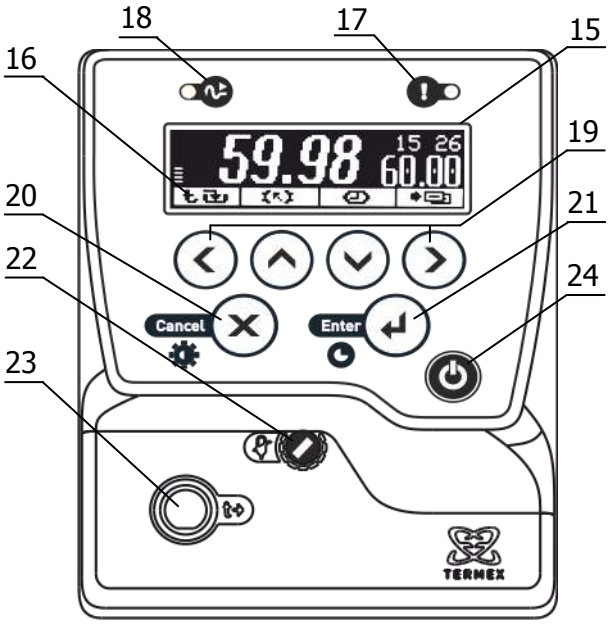

Рисунок 2 – Лицевая панель
Система безопасности блока регулирования отключает двигатель насоса и нагреватель при срабатывании хотя бы одной из защит или неисправности датчика температуры (1.2.13). При срабатывании системы безопасности раздается звуковой сигнал, загорается индикатор 17 (рисунок 2) и на дисплей 15 выводится информация о причине неисправности.
2.3.1 После подключения сетевого кабеля к электрической сети блок регулирования переходит в режим ожидания. Подключение сопровождается кратковременной подсветкой дисплея 15 (рисунок 2).
2.3.6 Для регулировки яркости подсветки или контраста дисплея нажать кнопку 20 (✕), выбрать изменяемый параметр кнопками (▲) и (▼) и установить его значение кнопками (◀) и (▶). Зафиксировать изменение нажатием кнопки 21 (↵) (рисунок 2).
2.5.6 Для выбора уставки в качестве текущей кнопками (▲) и (▼) подвести к ней указатель. Значение отмеченной указателем уставки дублируется крупными цифрами в правой части дисплея. Для подтверждения выбора отмеченной уставки нажать кнопку 21 (↵). Для отмены выбора нажать кнопку 20 (✕) (рисунок 2).
2.5.7 Для изменения численного значения отмеченной указателем уставки нажать кнопку (▶). На рамке, обрамляющей значение уставки в правой части дисплея, появятся "засечки", указывающие на изменяемую позицию в численном значении. Цифра в отмеченной позиции мигает. Нажатиями кнопок (▲) и (▼) установить требуемую цифру в отмеченной позиции. Если удерживать кнопку нажатой, значение уставки будет изменяться непрерывно. Нажатиями кнопок (◀) и (▶) переместить отметку изменяемой позиции. Дискретность изменения значения уставки зависит от положения изменяемой позиции: если отмечена позиция десятков, то при единичном нажатии кнопки (▲) или (▼) значение уставки изменится на 10 °C. Если отмечена позиция десятых долей, то значение уставки изменится на 0.1 °C соответственно. Закончить ввод нового значения уставки нажатием кнопки 21 (↵). Для возврата к значению уставки до ее изменения нажать кнопку 20 (✕) (рисунок 2).
2.6.3 При срабатывании защиты раздается звуковой сигнал и загорается красный индикатор срабатывания системы безопасности 17 (рисунок 2). Работа насоса и нагревателя будет блокирована. На дисплее отобразится текущее состояние системы защит.
2.6.5 После устранения причины срабатывания защиты или ее отключения кнопкой (▶) индикатор 17 (рисунок 2) погаснет. Перевести блок регулирования в рабочий режим нажатием кнопки 21 (↵).